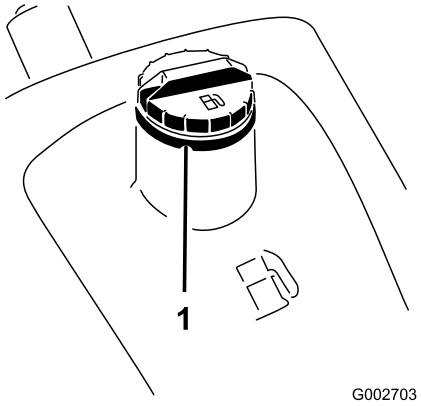

**Figur 14**
1. Rengör området runt tanklocket (Figur 14).